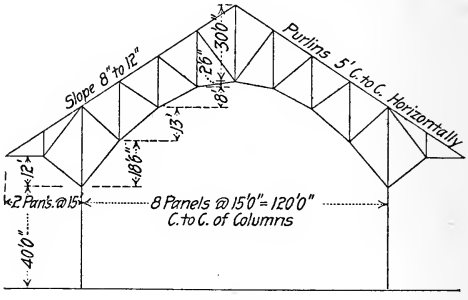

Fig. 5.
1. A train-shed roof is supported by trusses spaced 20 ft. on centers on an outline shown on accompanying sheet. The total load on the roof is 60 lb. per sq. ft. Find the stresses in the truss graphically and proportion the members. What unit stresses would you allow? Make a sketch showing arrangement and size of lateral bracing you would use for first four panels from outer end of shed. Show stresses on left half and sizes on right half of diagram (Fig. 5).